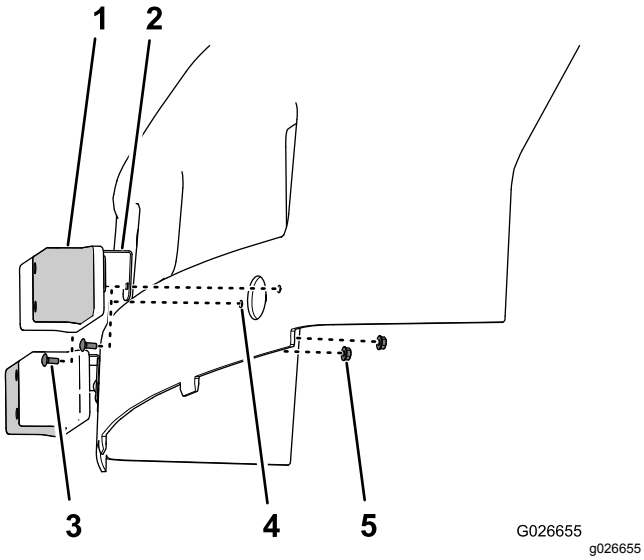

Figura 6
4. Alinee los taladros en el soporte y la luz con el taladro en el capó (Figura 6).
5. Fije el soporte y la luz al capó con el perno de cuello cuadrado (N.º 10 x 1/2") y las tuercas con arandela prensada (N.º 10), según se muestra en la Figura 6.